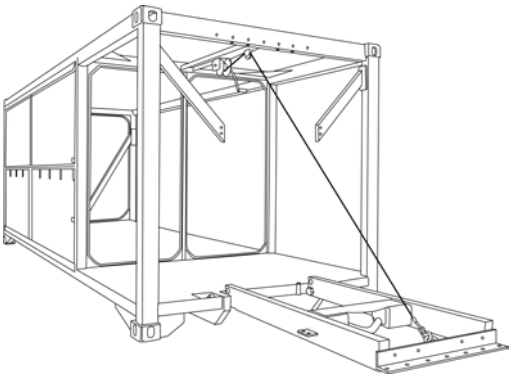

Figure 7. Flat Rack Bail Bar Lowered.
c. Turn the winch crank handle to lower the bail bar to the desired position (see Figure 7).